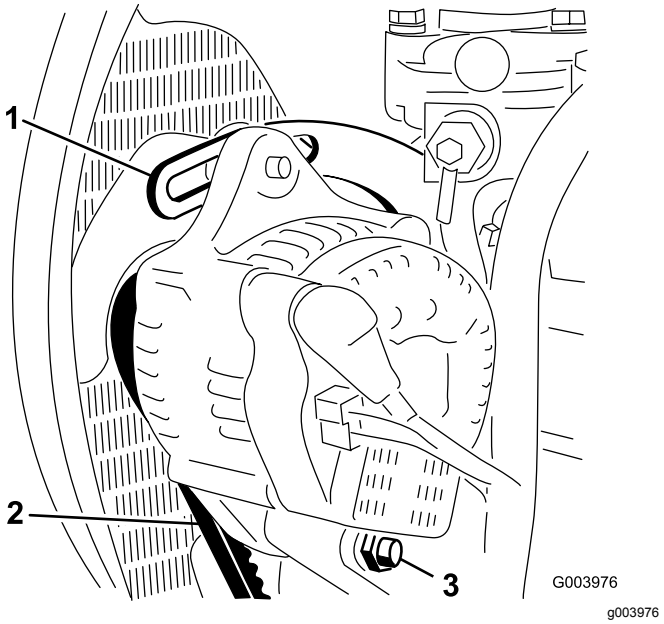

Figuur 54
2. Controleer de spanning van de riem van de wisselstroomdynamo door deze (Figuur 54) midden tussen de poelies van de wisselstroomdynamo en de krukas in te drukken met een kracht van 10 kg.
3. Draai de bout los waarmee de beugel is bevestigd aan de motor (Figuur 54), alsmede de bout waarmee de wisselstroomdynamo is bevestigd aan de beugel en de ankerbout.